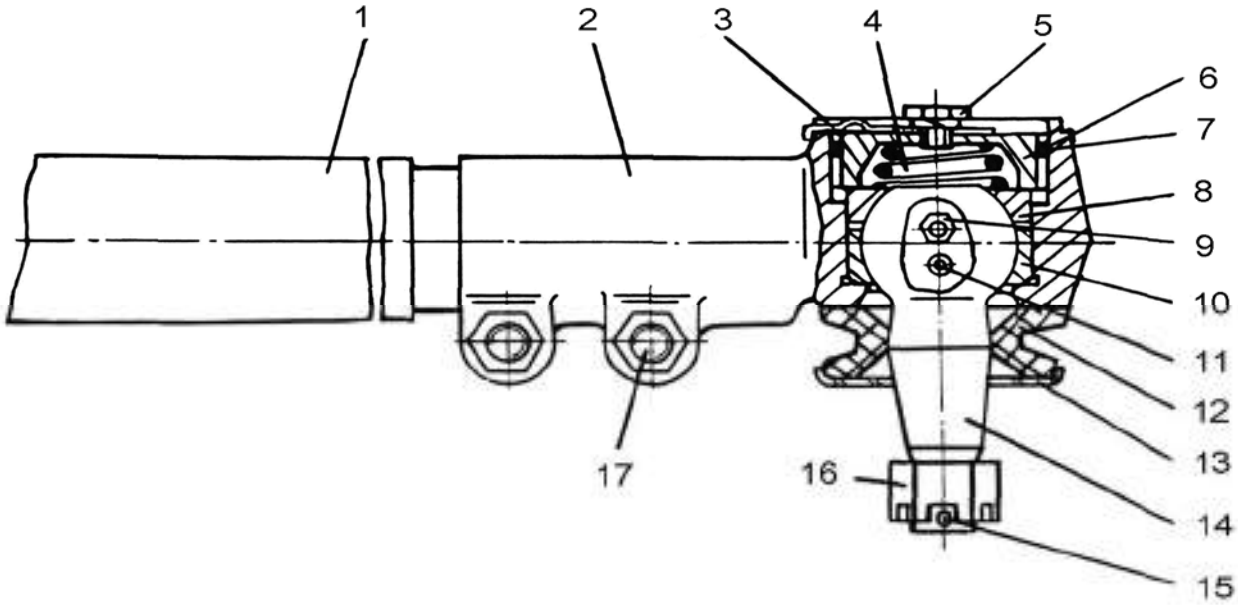
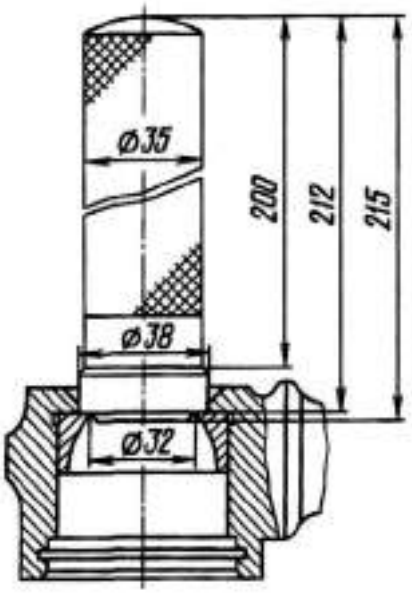

Рис. 68. Тяга поперечная рулевая:
Рис. 69. Выпрессовка сухаря шарового пальца
Поперечная рулевая тяга (рис.68) представляет собой штангу с навернутыми на ее концы наконечниками 2, в которых закреплены шаровые пальцы 14. Поперечная тяга рулевой трапеции соединяет нижние рычаги поворотных кулаков передних колес. С помощью наконечников 2 можно изменять длину тяги и регулировать схождение колес.
4. С помощью оправки (рис.69) выпрессовать из головки наконечника 2 (рис.68) нижний сферический сухарь 10.
1. Установить и зажать рулевую тягу в тисках, запрессовать в наконечник 2 тяги (рис.68) нижний сферический сухарь 10 и заложить смазку ЛИТОЛ-24.
Схема пневматического оборудования тормозов и питания сжатым воздухом других потребителей на автомобиле приведена на рис.68.